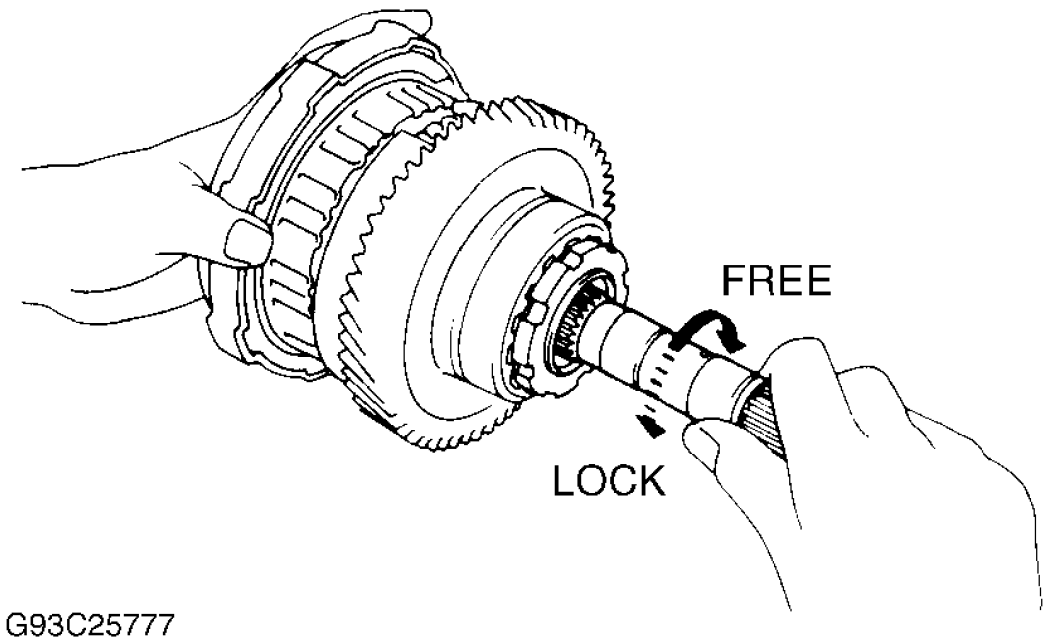

Fig. 53: Checking OD One-Way Clutch Operation
1. Install overdrive direct clutch into one-way clutch. Hold overdrive direct clutch and turn intermediate shaft. Shaft should turn freely clockwise and lock counterclockwise. See **Fig. 53** . Remove overdrive direct clutch.
8. Hold overdrive direct clutch and turn intermediate shaft. Shaft should turn freely clockwise and lock counterclockwise. See **Fig. 53** . Remove overdrive direct clutch from one-way clutch.